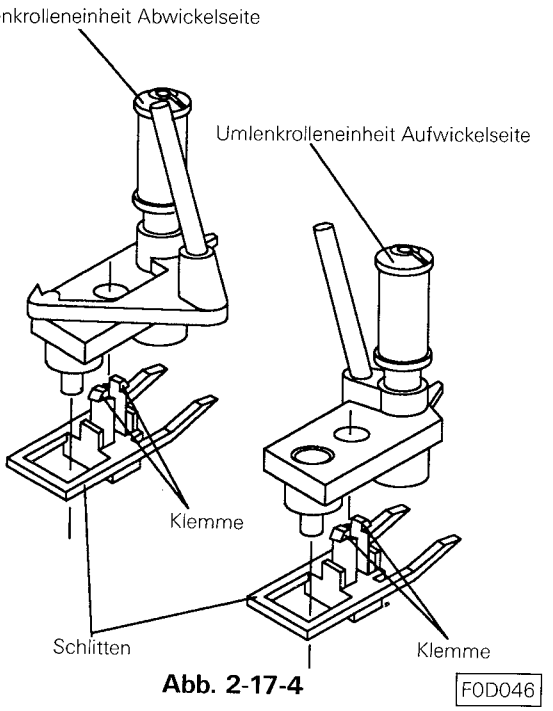

Abb. 2-17-4 F0D046
I. Die Klammern der Umlenkrollenschlitten lösen und die Umlenkrolleneinheit nach oben hin herausziehen. (Siehe Abb. 2-17-4)
2-17-2 Einbau (siehe Abb. 2-17-4)